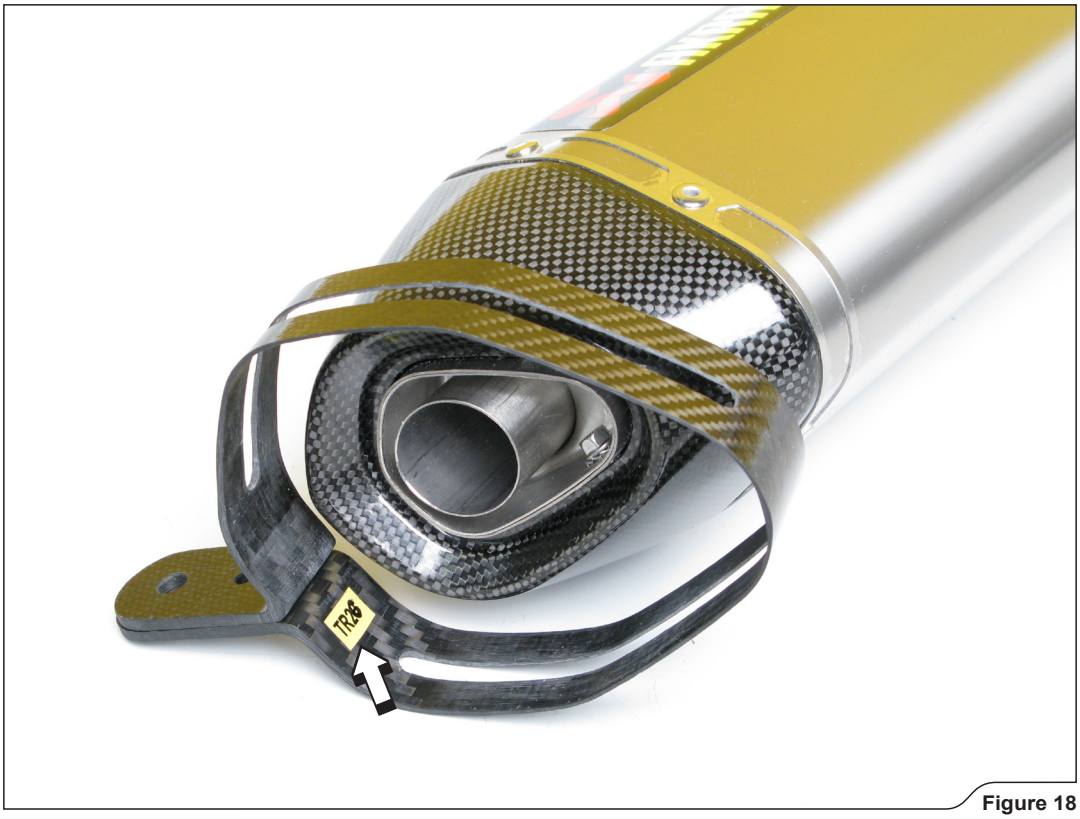

Figure 18
10. Correctly position the carbon-fiber clamp and slide it onto the muffler - bear in mind the **left offset** of the carbon fiber- clamp viewed from the rear; check the position of the yellow sticker on the clamp **(Figure 18).**